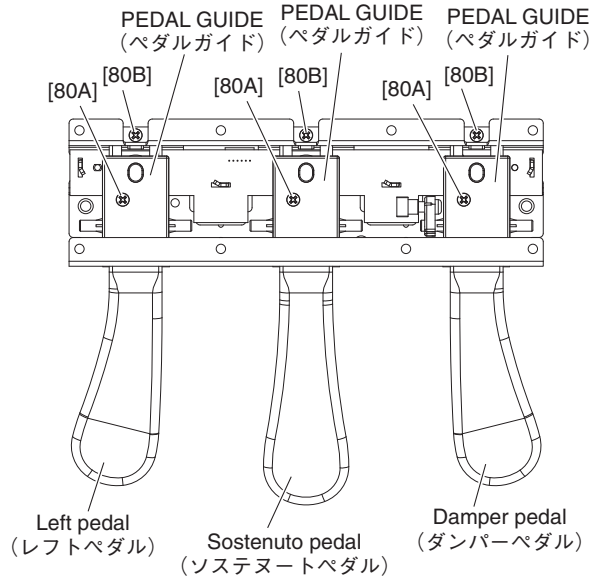
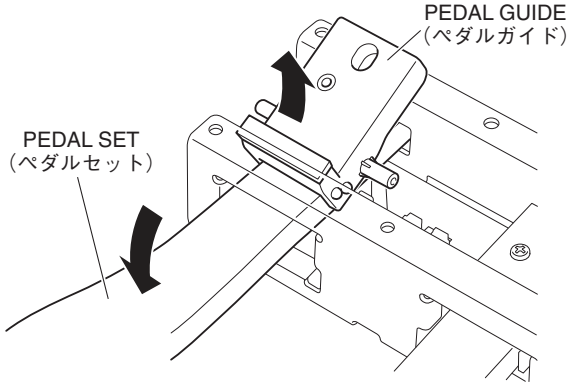

Fig. 24（図 24）
Fig. 25（図 25）
29-6. Remove the three (3) screws marked [80A]. The three (3) pedal guides can then be removed as shown in Fig. 25. (Fig. 24, Fig. 25)
29-7. Remove the three (3) screws marked [80B]. (Fig. 24) Push down the pedal (damper) and then draw it forward. The sostenuto and left pedals can then be removed in the same manner. (Fig. 25)
29-6. [80A] のネジ 3 本を外し、図 25 のようにペダルガイド 3 個を外します。(図 24、図 25)
29-7. [80B] のネジ 3 本を外します。(図 24) ペダル (ダンパー) を下に押してから、手前に引き出します。ソステヌートペダル、レフトペダルも同様に外します。(図 25)